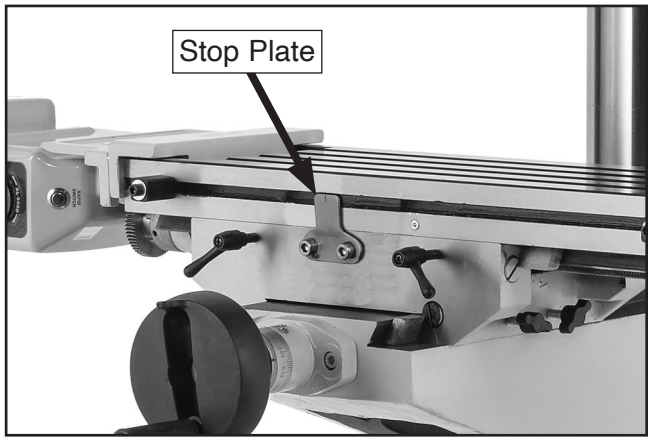
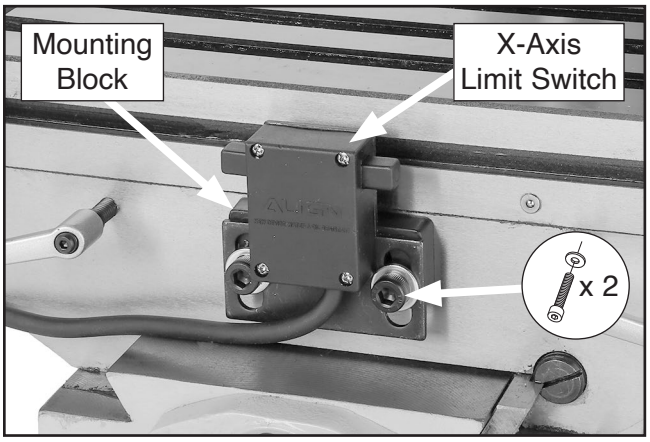

Figure 18. Location of factory-installed stop plate.
Figure 21. X-axis limit switch installed.
16. Remove factory-installed stop plate (see **Figure 18**), then use its mounting screws to install limit switch mounting block in its place (see **Figure 21**).
18. Install X-axis limit switch to mounting block using (2) M8-1.25 x 12 cap screws and (2) 8mm flat washers (see **Figure 21**).